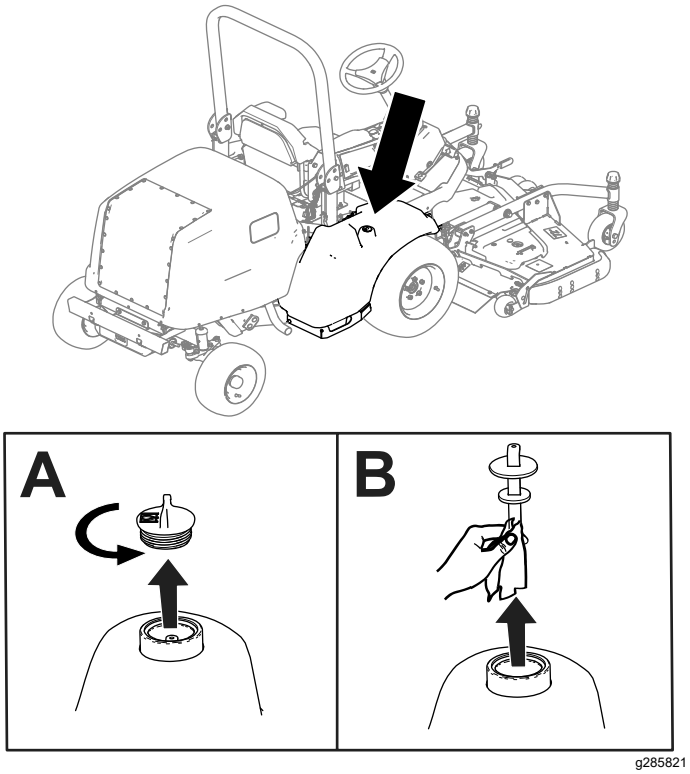

Figur 79
2. Fjern proppen fra hydrauliktanken (Figur 79).
3. Fjern målepinden fra hydrauliktanken, og tør den af med en ren klud (Figur 79).